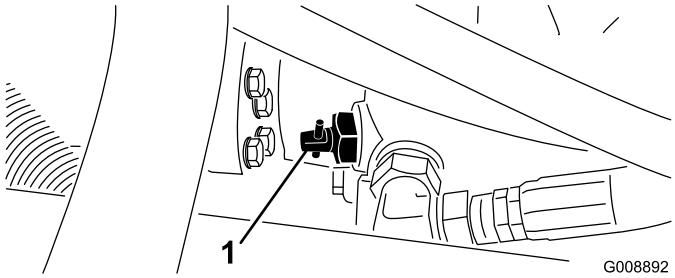

Figur 31
1. Finn pumpens omløpsventil (Figur 31) og vri den 90°.